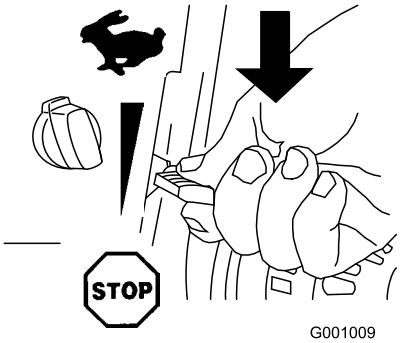

Figur 29
1. Sett gassen til Stopp-stilling (Figur 29).